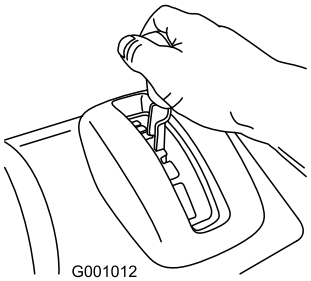

Figure 11
1. Placez le levier sélecteur de vitesse à la position de marche avant voulue, en veillant à bien l'engager dans le cran (Figure 11).